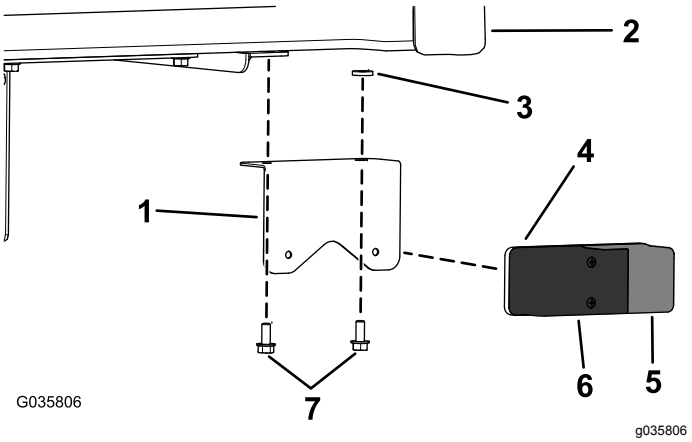

図 1
2. 荷台と荷台サポートの下に、車両後部用のブレーキ･方向指示ランプを取り付けるブラケット、六角ヘッドねじ5/16 x 3/4"2 本、スペーサ5/16"2 個を使用して図 1のように取り付ける。
注 赤色レンズブレーキランプが内側、橙色ランス方向指示器が外側になっていることを確認する図 1。